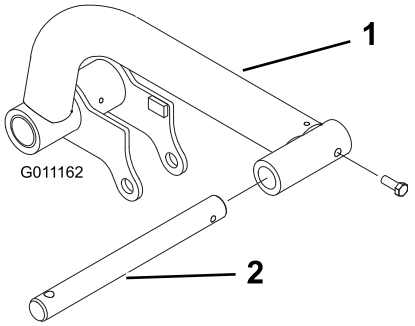

**Figur 14**
2. Sett en dreiestang inn i den venstre løftearmen og juster monteringshullene (Figur 14).